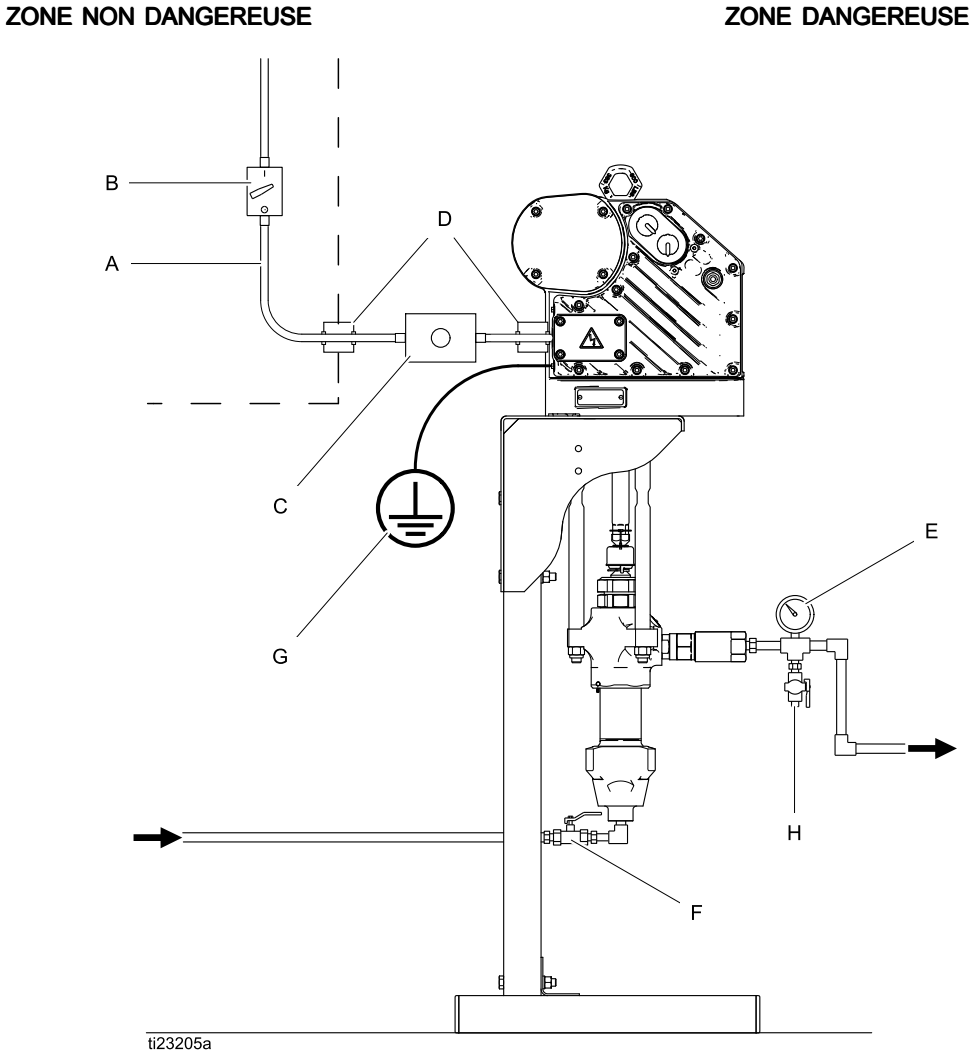

Figure 1 Installation type
Légende de la Fig. 1
Montez les accessoires suivants comme indiqué à la Fig. 1, en utilisant des adaptateurs si nécessaire. Toutes les conduites de fluide et les accessoires doivent présenter une valeur nominale de pression maximum de service d'au moins 28,0 bars (2,8 MPa, 400 psi).
1. Déverrouillez le bouton marche/arrêt (C). Consultez la Fig. 1.
2. Fermez et verrouillez le disjoncteur à fusible (B).
3. Ouvrez la vanne de vidange de fluide (H) en prévoyant un bac de récupération pour récupérer le produit. Laissez-les ouverts jusqu'au moment où vous serez prêt à remettre le système sous pression.